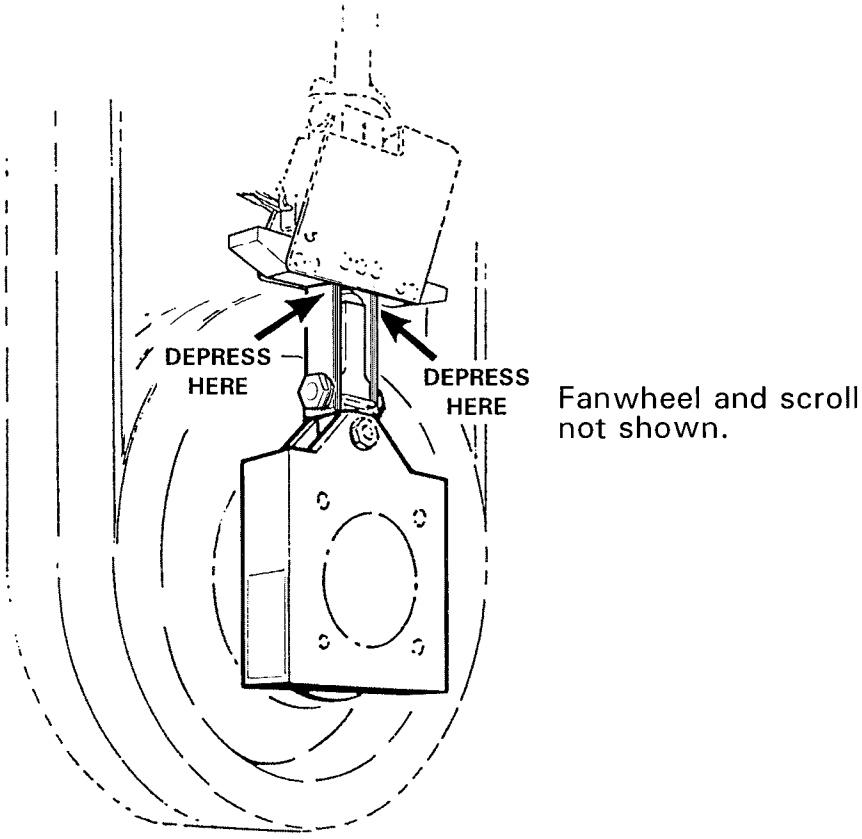

FIGURE 2-5A ACTUATOR FUNCTION TEST
a. Refer to Figure 2-5A. Depress column springs on one side of actuator until springs snap inward (use large screwdriver or similar tool with several layers to tape over end to protect actuator). Hold springs inward for at least one second. Actuator motor should not run. If motor starts, allow motor to run approximately two seconds, then release pressure on column springs. Depress column springs again. If motor starts again, opposite spring switch does not function properly. _____
8. **Remove Tailcone Fairing (8)** (cont'd)